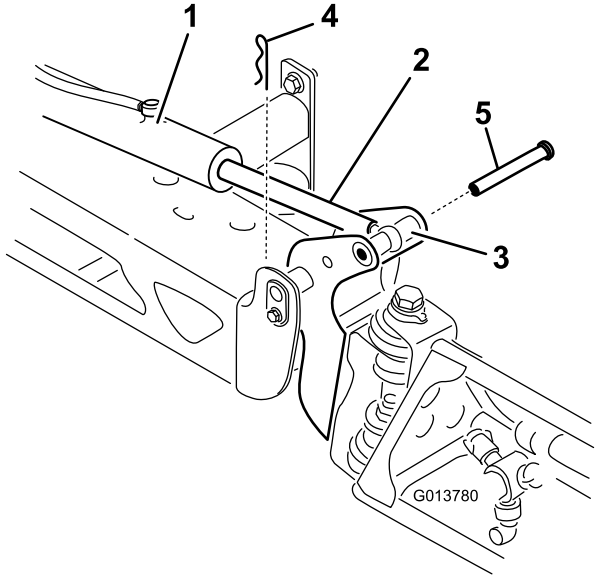

Figur 13
2. Fjern hårnålssplinten fra svingbolten (Figur 13).
3. Løft opp på bommen, fjern bolten (Figur 13) og fir bommen sakte ned på bakken.
8. Hev bommen for å innrette dreietappen med aktuatorstangen. Mens du holder bommen, skal du føre pinnen gjennom begge bommens dreietapper og aktuatorstangen (Figur 13).